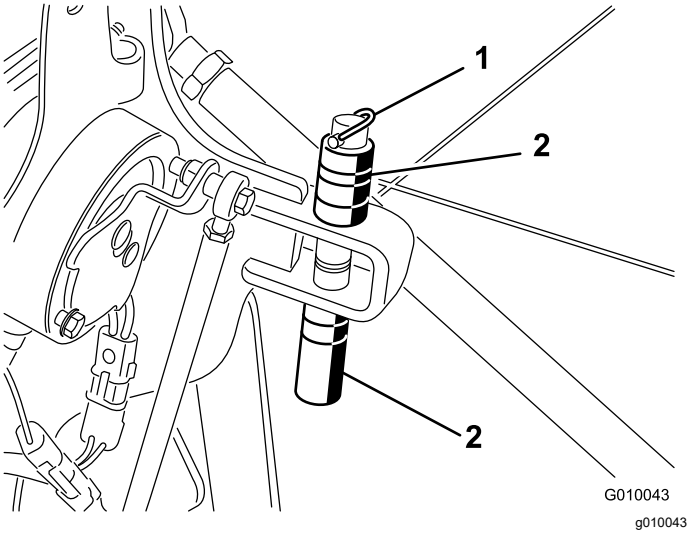

Rysunek 20
2. Wyjmij zawleczkę mocującą przekładki i kołki głębokości (Rysunek 20).